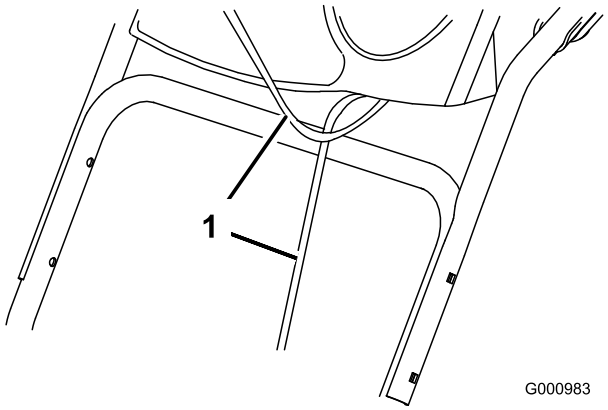

**Figure 3**
1. Lift and rotate the upper handle and position it over the lower handle (Figure 3).